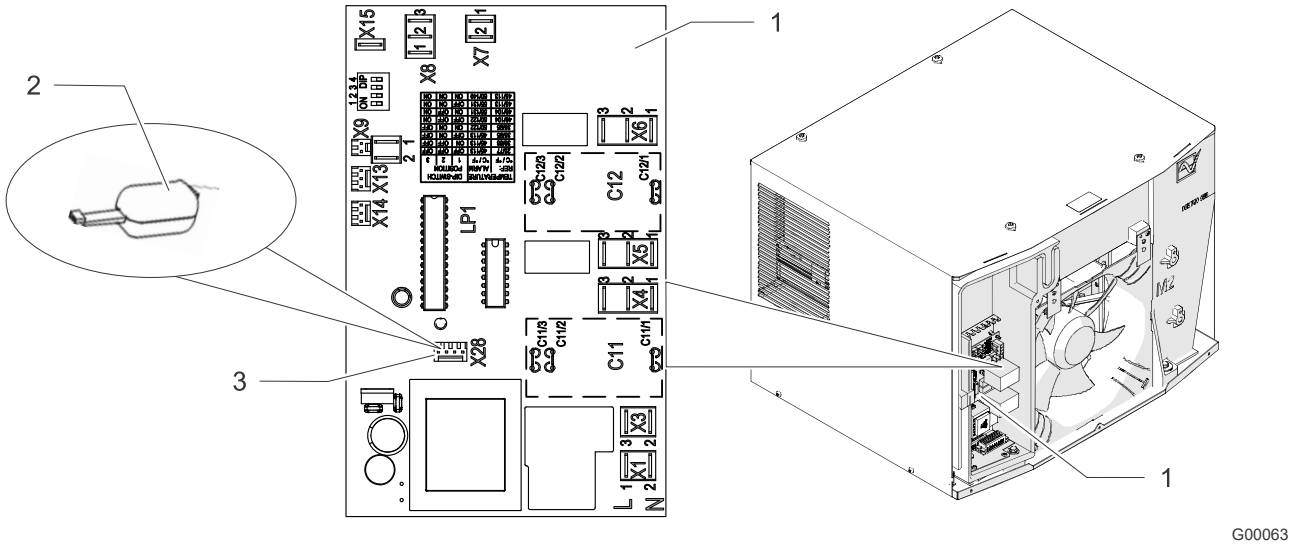

Fig. 28: Interfaz de servicio
- La conexión para el adaptador USB (Fig. 28, pos. 2) está marcada en el esquema de conexiones con el marcado de medio de producción X28 (Fig. 28, pos. 3).
1. Retire la tapa frontal, véase el capítulo «Preparación de la unidad – retirada de la tapa frontal», Página 37. Puede accederse a la placa de circuito impreso del controlador (Fig. 28, pos. 1) con la interfaz de servicio X28 (Fig. 28, pos. 3).
2. Conecte el adaptador USB (Fig. 28, pos. 2) en la interfaz de servicio X28.